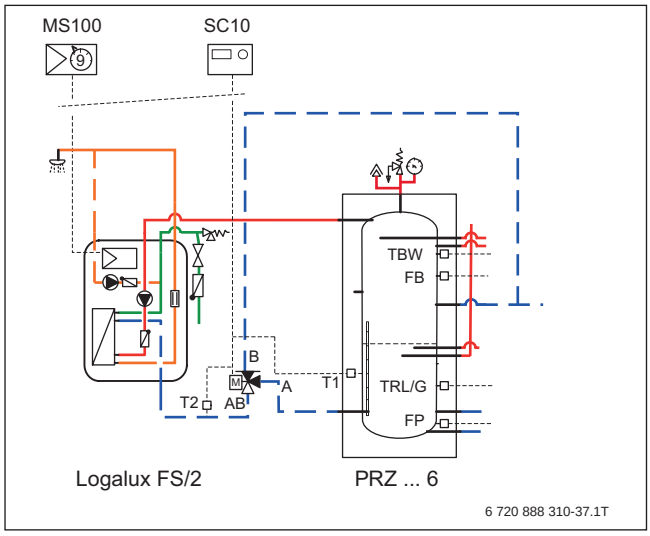

Bild 253 Rücklauftemperaturabhängige Einspeisung in PRZ-Speicher
- Wenn optional eine Zirkulationspumpe installiert wird, sollte eine Temperaturdifferenzregelung (→ Bild 253) und ein Umschaltventil im Rücklauf der Frischwasserstation FS/2 eingebaut werden. Über diese Regelung und das Umschaltventil werden hohe Rücklauftemperaturen aus der Zirkulationsleitung oberhalb des Trennblechs des PNRZ-Speichers eingeleitet.